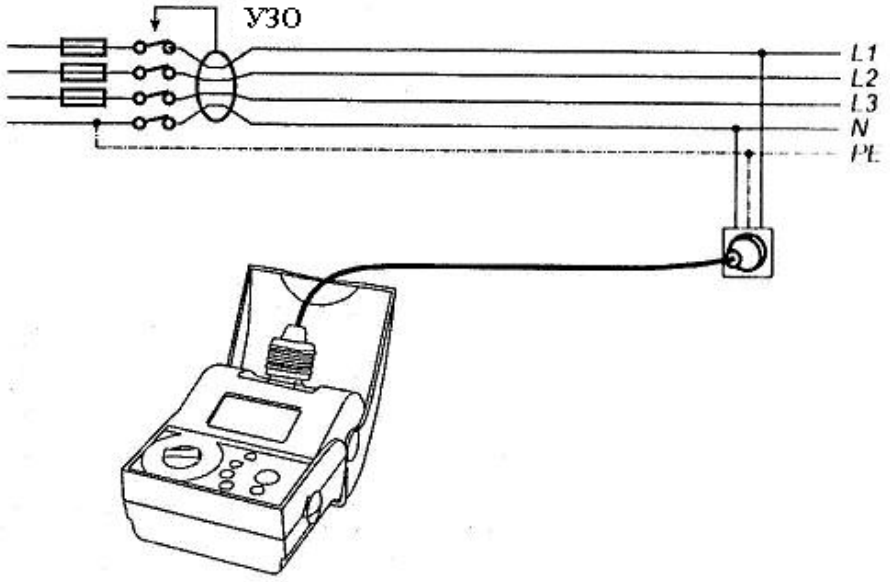

Рис. 5 *Подключение прибора к тестируемому объекту с помощью силового провода*
- Подсоедините тестовые провода к тестируемому объекту как показано на рис.5 или 6